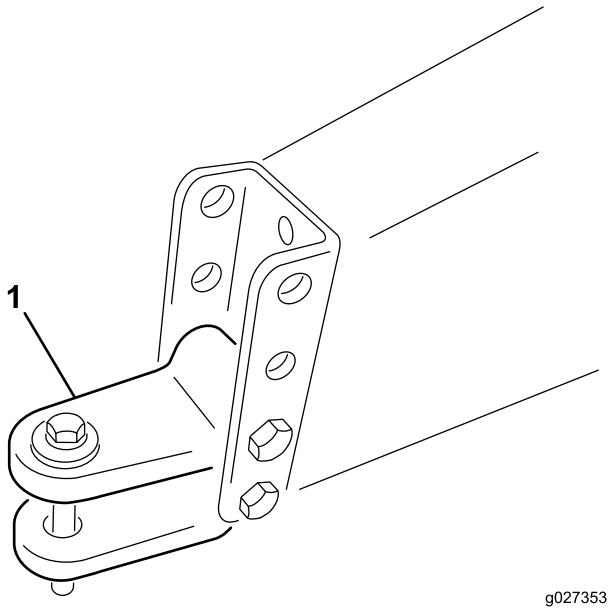

Figuur 3
A. Verwijder de bouten en borgmoeren waarmee de gaffel van de trekhaak is bevestigd (Figuur 3) aan het machineframe.